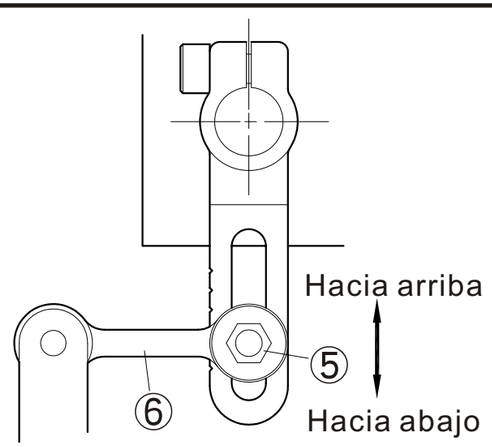

Fig. 17
4. Para ajustes menores, afloje el tornillo 5 y mueva la barra conector 6 de arriba abajo para tener un resultado deseado. Mover hacia arriba aumentar la cantidad jalada y arrastrada. Mover hacia abajo disminuirá la cantidad jalada y arrastrada. (Fig. 17)